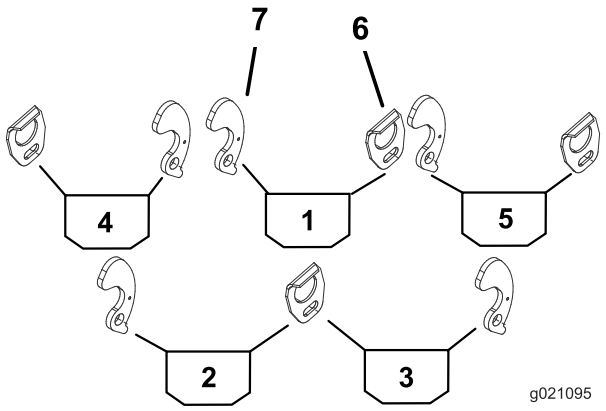
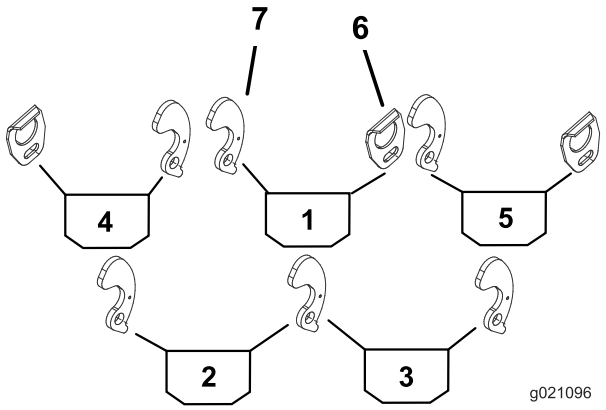

Figur 1
Figur 2
2. Använd Figur 1 och Figur 2 för att avgöra var gräskorgsstyrningarna och fästkamlåsen ska monteras på klippenheternas bärramar.
3. Montera en gräskorgsstyrning på lämplig sida på bärramen på varje klippenhet (Figur 1) med en skruv (5/16 x 1/2 tum) och en planbricka (,344 x ,875).